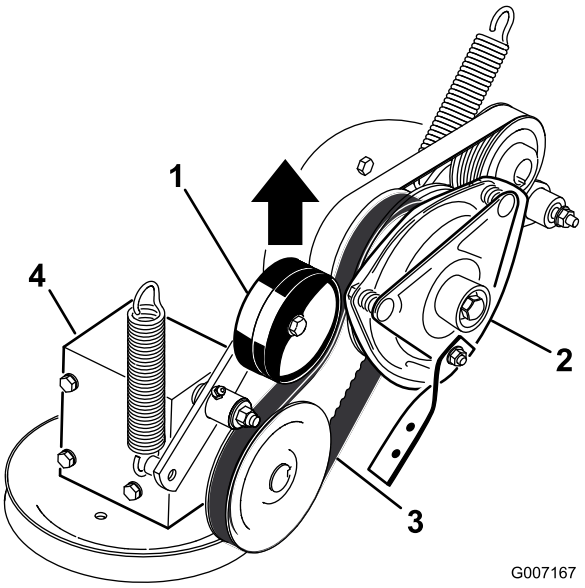

Figur 59
5. Trekk den fjærbelastede lederullen for kraftuttakets drivrem opp og fjern remmen fra clutchremskiven (Figur 59).
17. Trekk den fjærbelastede lederullen for kraftuttakets drivrem opp og monter den på clutchremskiven (Figur 59).